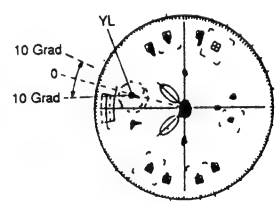

Abb. 4-113
(10) **Farbabgleich (Abb. 4-113, 4-151)**